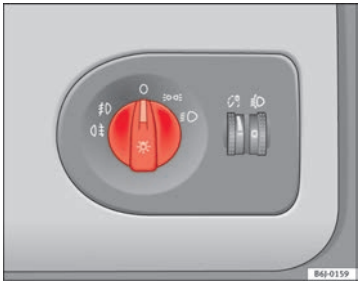

Fig. 53 Detailed view of the dash panel: lights, fog lights and rear fog light switch
– Turn the light switch ⇒ fig. 53 to position .